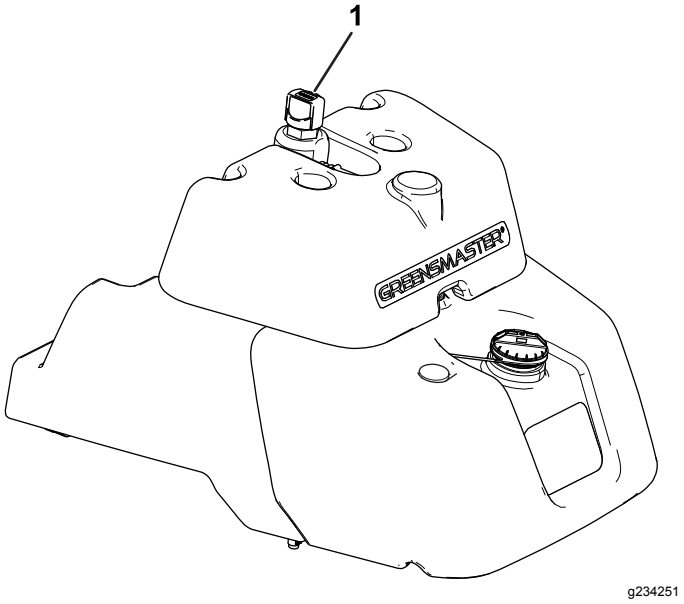

Figur 43
- Hvis tanken ikke har et seglass, finn peilestaven på toppen av hovedtanken for hydraulikkvæske (Figur 43), og fortsett til trinn 3.